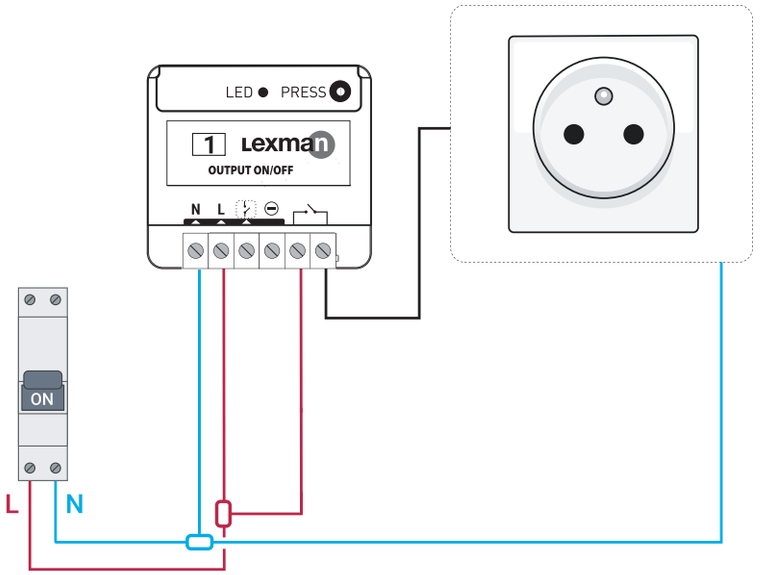

Figura 4
3. Passare il cavo sul ricevitore ON/OFF secondo lo schema (figura 4).